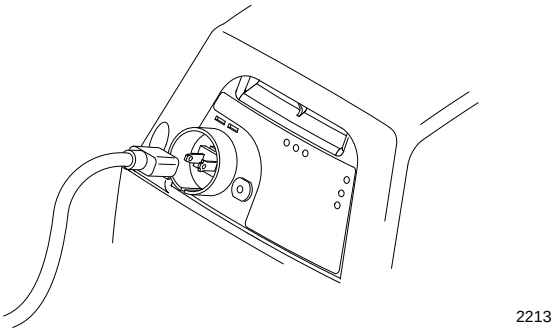

Figure 12
3. Insert extension cord into the plug receptacle and connect other end of extension cord to a normal 120 volt household outlet (Fig. 12). Refer to Securing Extension Cord, page 9.